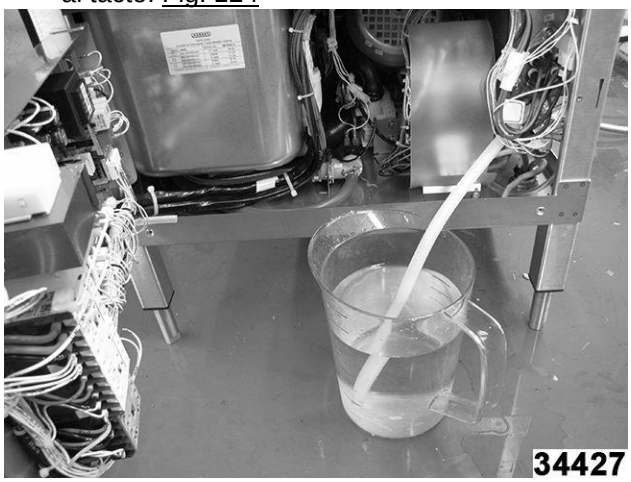

Fig. 124
4. Drene el tanque del sobrecalentador quitando el tapón de la manguera de drenaje (Precaución: Riesgo de quemaduras por agua caliente). Deje que el tanque del sobrecalentador se vacíe y el tanque se enfríe al tacto. Fig. 124